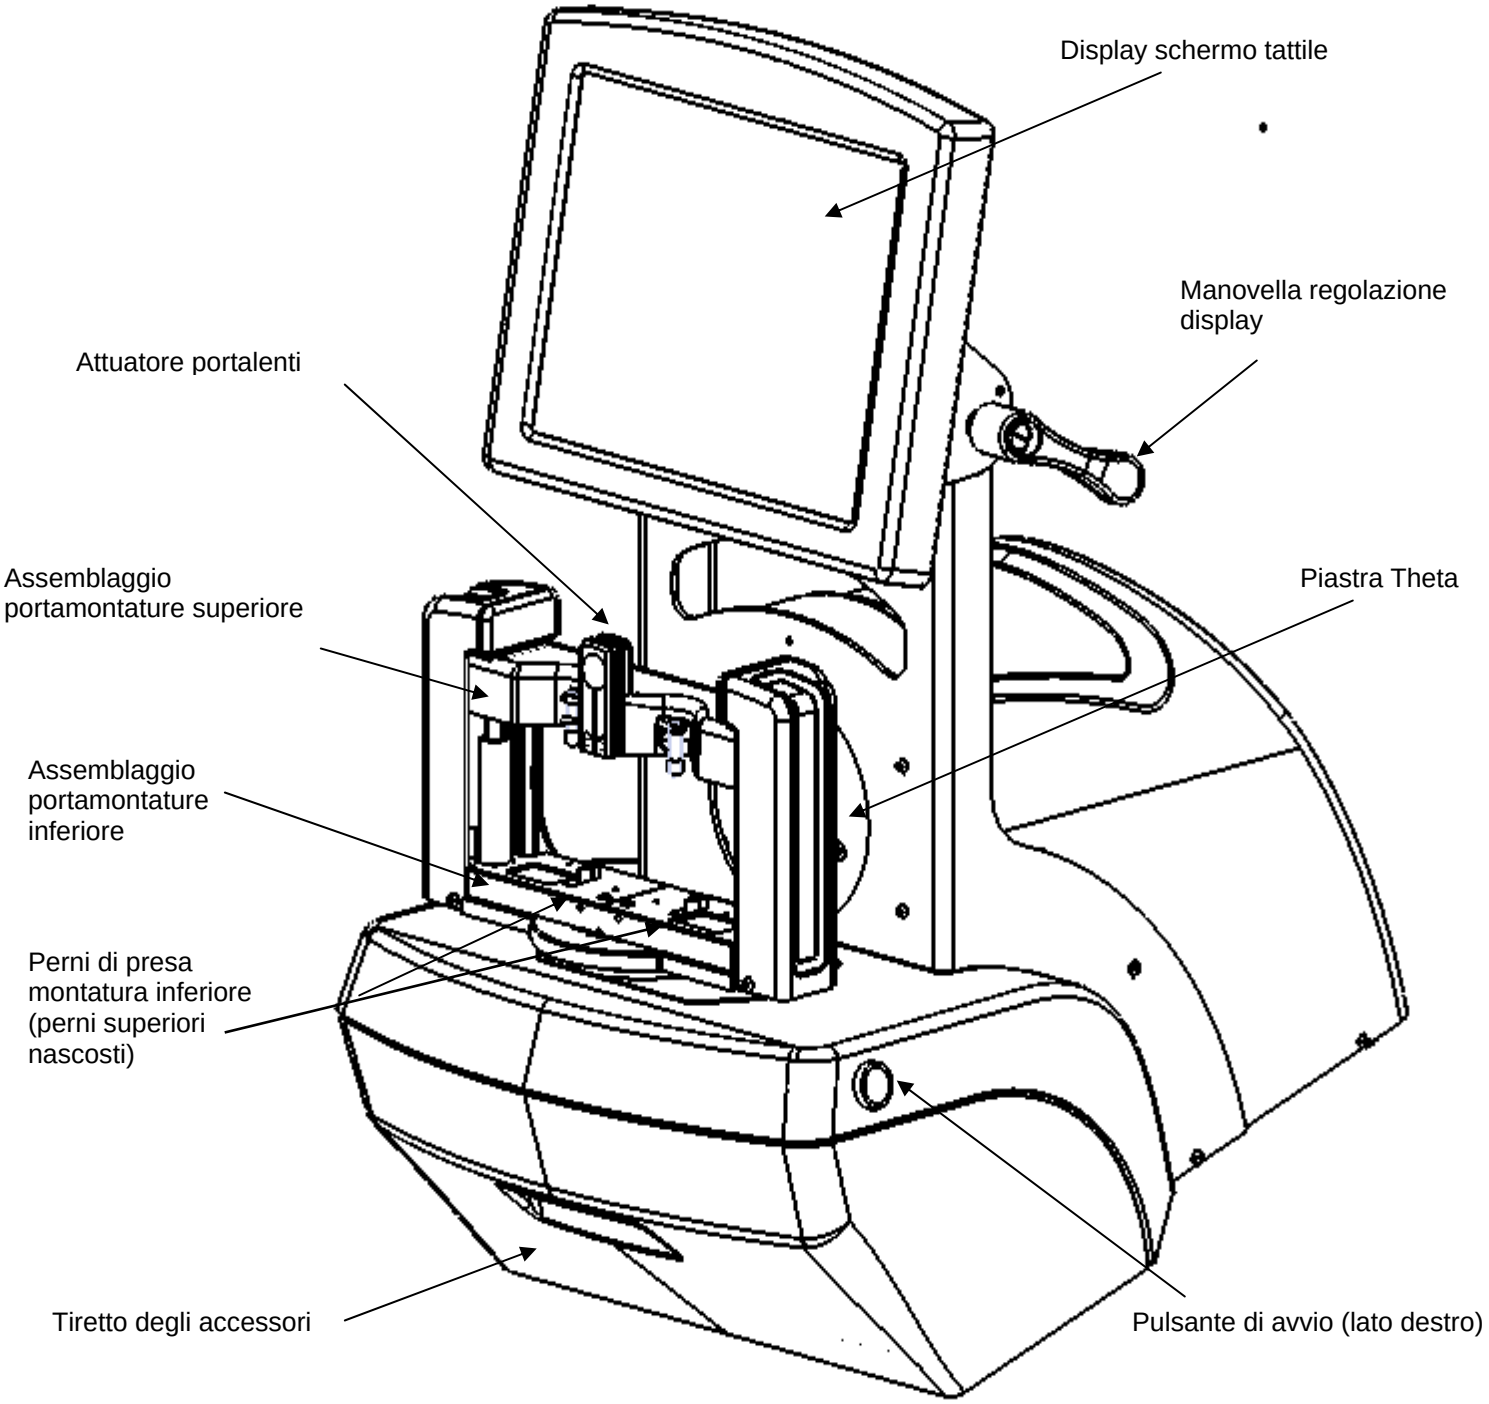
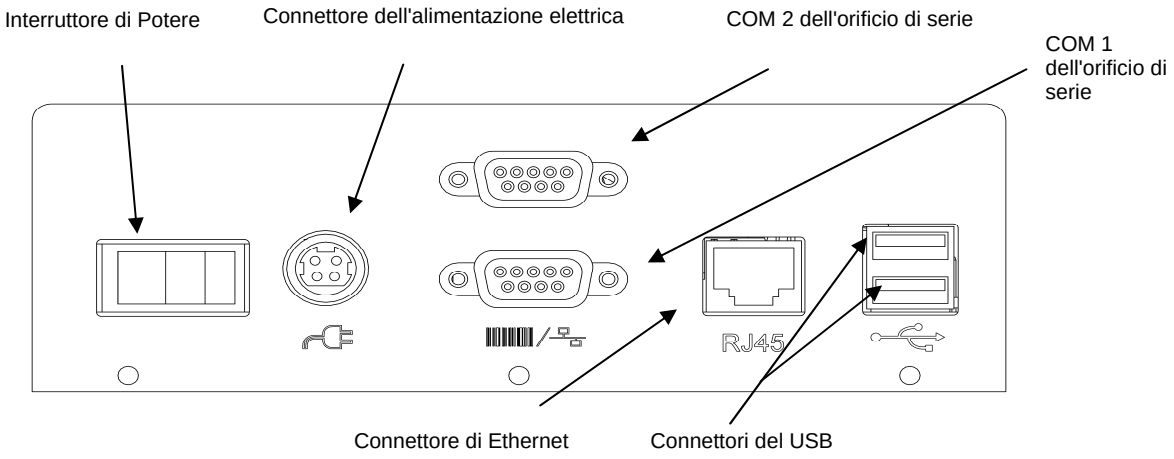
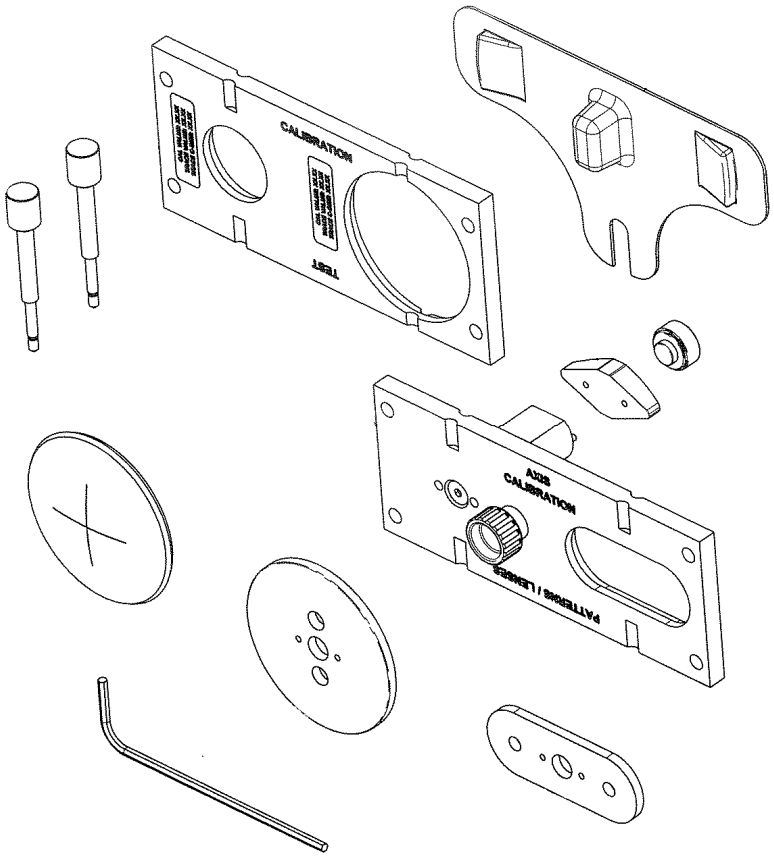

Figura 1.1: Articoli per l'utente di Dimension – vista frontale
Figura 1.2: Piastra posteriore dei connettori del Dimension.
Figura 1.3: Accessori del Dimension.
Prima di disimballare il Dimension e prima di installarlo, osservare le tre figure alle pagine seguenti per conoscere il nome dei componenti e delle funzioni del Dimension accessibili all'utente. La figura 1.1 mostra gli articoli visibili dalla parte anteriore dell'unità. La figura 1.2 mostra la visione d'insieme dei connettori sul retro dell'unità. La figura 1.3 mostra gli accessori che vengono spediti con il Dimension. In tutta la guida saranno utilizzati gli stessi nomi mostrati in queste figure.
4. Inserire il modulo di fornitura di energia elettrica nella presa di corrente che si trova sulla piastra posteriore mostrata nella Figura 1.2. Il lato piatto del connettore dovrebbe essere rivolto verso l'alto.
Questo capitolo descrive come montare montature, stampi e lenti per la tracciatura. Far riferimento alla Figura 1.1 e notare la posizione degli assemblaggi superiori e inferiori del portalenti, i perni di presa superiori e inferiori e l'attuatore del portalenti. Si rimanda alla Figura 1.3 per identificare gli accessori. In alcune delle seguenti foto, alcune parti della cassa del Dimension sono state rimosse per una maggiore visibilità.